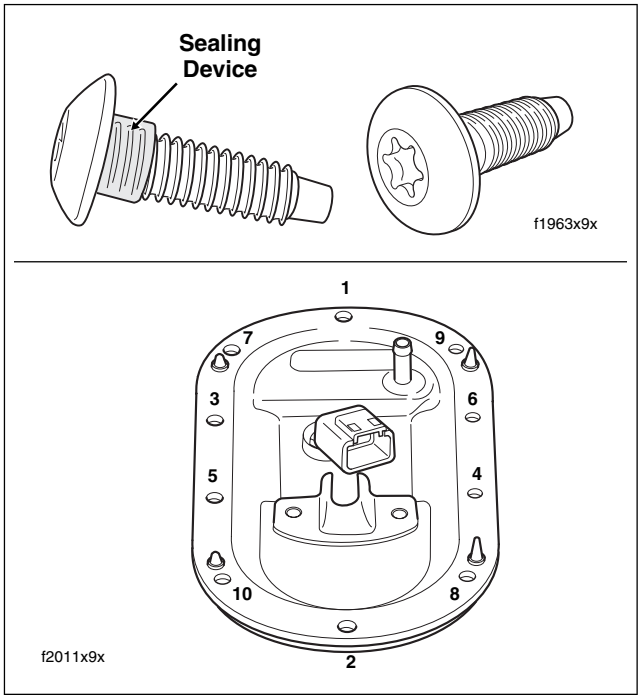

Figure 9-16. Canopy Sealing Screws and Torque Sequence
Check canopy screws for proper sealing devices. Screws must have a bonded seal on underside of head. Replace screws if seal is missing or damaged. See Figure 9-16.
5. While pushing down on the canopy, align holes in canopy with those in fuel tank. Hand start ten **new** T20 TORX screws in perimeter of canopy. Tighten screws to 18-24 **in-lbs** (2.0-2.7 Nm) using the pattern shown in Figure 9-16.